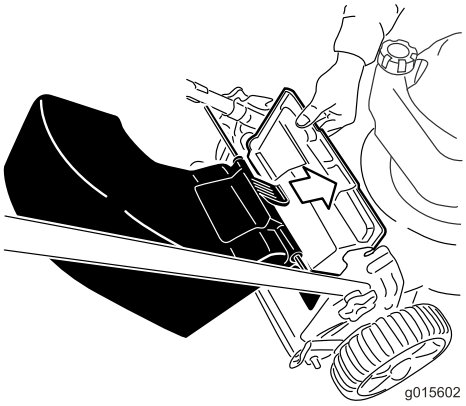

Figur 18
1. Løft den bageste deflektor op (Figur 18).
2. Sæt græsposehåndtaget ind i rillerne på håndtagsbeslagene (Figur 18).